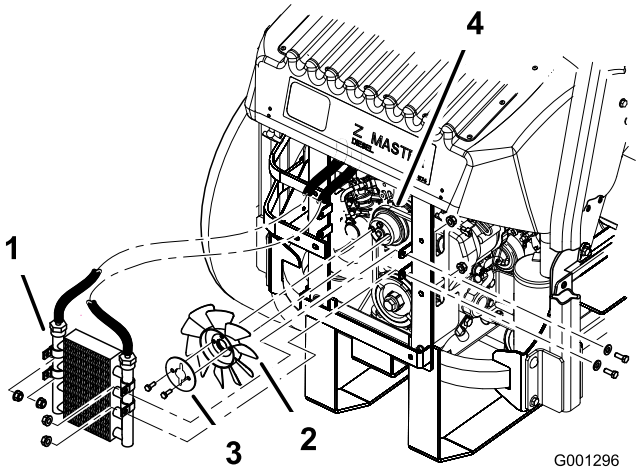

Figur 71
5. Ta bort de fyra bultar som håller fast oljekylaren och flytta kylaren åt sidan (Figur 71).
6. Ta bort de två bultar som håller fast fläkten och fläktplåten på maskinen (Figur 71).
10. Montera fläkten och fläktplåten på maskinen med hjälp av de två bultarna som togs bort tidigare (Figur 71).
11. Montera oljekylaren med de fyra bultarna som togs bort tidigare (Figur 71).